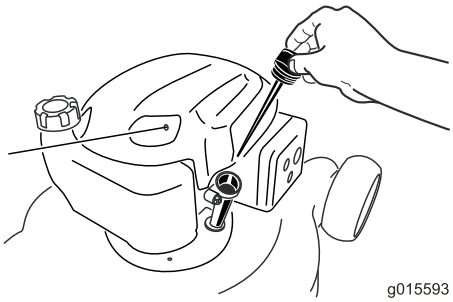

Bild 6
2. Entfernen Sie den Peilstab (Bild 6) und füllen Sie Öl in den Einfüllstutzen bis ca. 3/4 des Füllvolumens des Kurbelgehäuses ein.